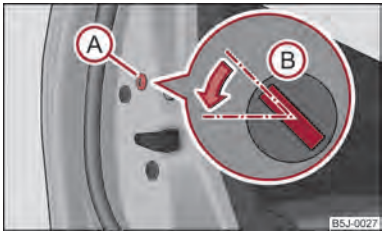

Fig. 14 Bloccaggio di emergenza della porta
– Rimuovere la mascherina Ⓐ ⇒ fig. 14.